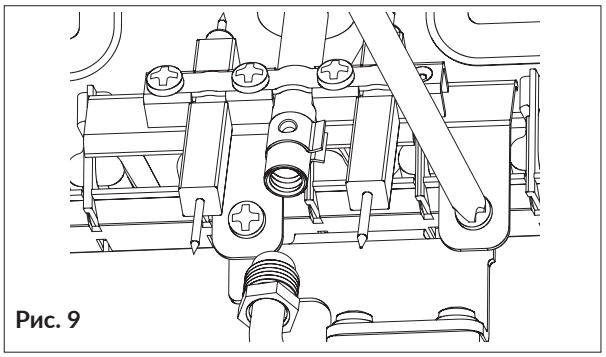

Рис. 9
- открутить винты крепления запальной горелки (рис. 9);